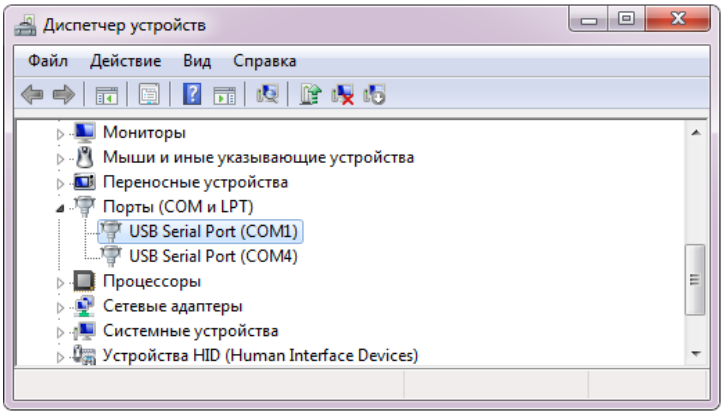

Рисунок 1. Скриншот окна «Диспетчер устройств»
3.4 После установки драйвера в диспетчере устройств Windows (Пуск->Панель управления-> Диспетчер устройств) подключенный адаптер АИУ(02) определится в виде виртуального COM-порта. Адаптер АИУ(01) определится двумя виртуальными COM-портами (рисунок 1): младший для работы в качестве преобразователя интерфейсов, старший - для работы со считывателями электронных ключей (при конфигурировании приборов из состава АСПС не используется).